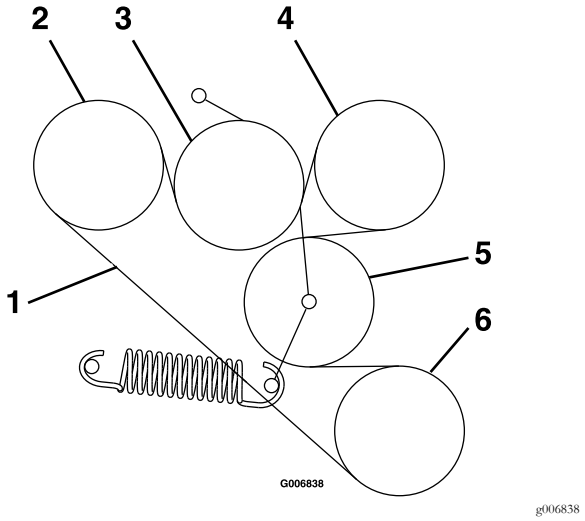

Figure 28
4. Route new belt onto sheaves as shown in the decal located on the back of the left drive shield (see Figure 28).